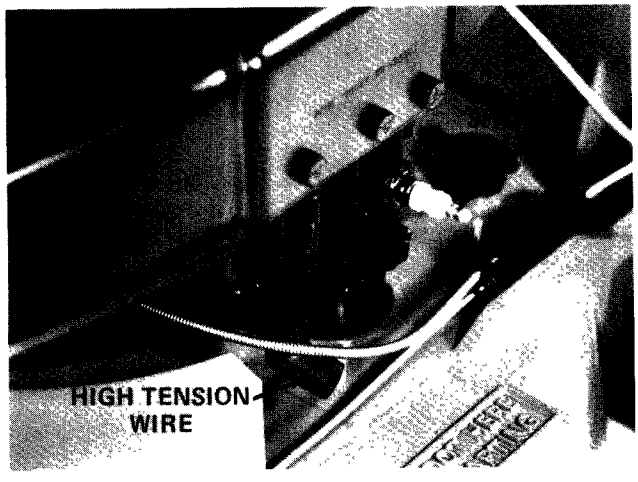

Figure 28
**To prevent accidental starting of the engine while performing maintenance, shut engine off and pull high tension wire off spark plug (Fig. 28). Make sure wire does not touch plug accidentally.**